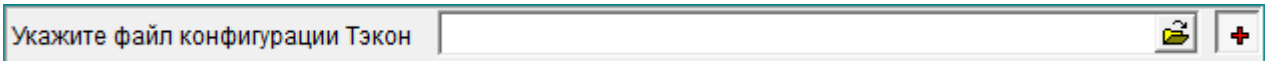

Рисунок 18 – Добавление файла конфигурации с диска
– открыть файл с диска – при нажатой кнопке  нажать кнопку  и в появившеся окне указать путь к нужному файлу конфигурации (с расширением **.tsk**) (см. рисунок 18);